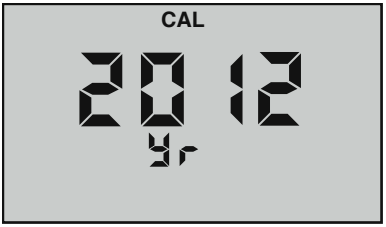

Figure 13
3. Press (CAL/MCLR) to initiate. “**CAL**” will be displayed along with the YEAR (see Figure 13).